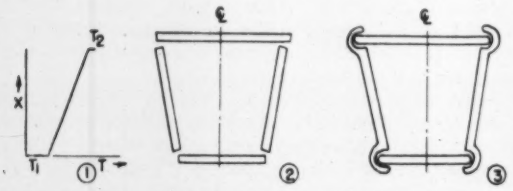

Fig. 2 Temperature gradient applied axially to large-diameter cylinder
An example of this is the use of hinged joints to allow rotation at junction points. When a temperature gradient is axially applied to a large-diameter cylinder, this flexibility considerably reduces the stresses. This can be shown by Fig. 2. With a temperature gradient as indicated in (1) the cylinder would take a position as shown in (2) and the end pieces would be a diameter corresponding to their average temperatures. With rigid attachment a bending moment is applied at the junction point. This gives rise to the stresses; however, with a flexible joint as shown in (3), these are eliminated.